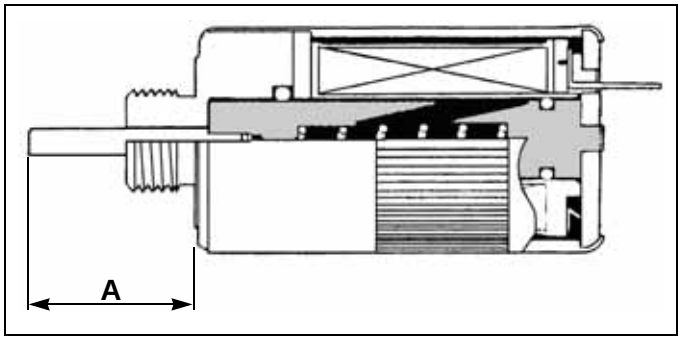

Fig. 5-3
1. Using a suitable measuring device, measure the protrusion distance, “A” (page 5-2, Fig. 5-3), on the solenoid. The distance should measure between 1.00–1.04 in.(25.5 - 26.4 mm). If the distance is not within these specifications, the solenoid is defective and needs replaced.